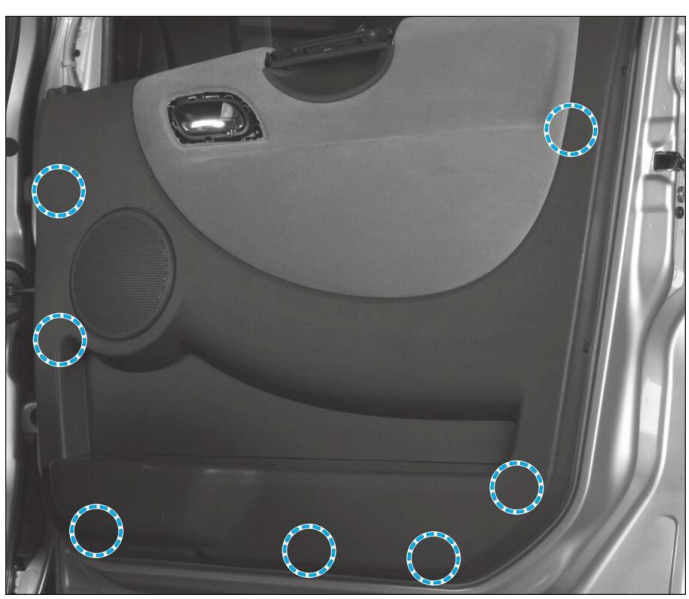

**Fig. 33**
• Dégrafer la garniture de porte avant **(Fig.33)**.